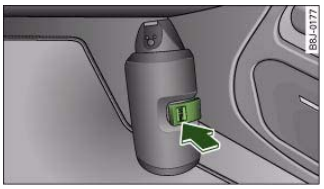

Fig. 236 Fire extinguisher in footwell on front passenger's side
– Unfasten the retaining strap by pressing on the tab marked "PRESS" ⇒ fig. 236 -arrow-.